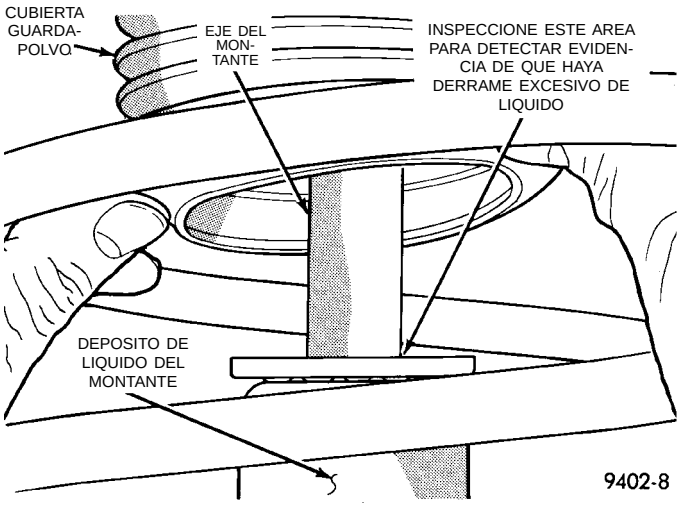

Fig. 3 Inspección de fugas en el conjunto del montante
(4) Levante la cubierta guardapolvo e inspeccione el conjunto de montante para detectar evidencia de que haya derrame de líquido del extremo superior del depósito. (Se considera fuga real a la corriente de líquido que corra hacia abajo por uno de los lados y que gotea en el extremo inferior de la unidad). Es habitual que haya una pequeña cantidad de líquido rezumado entre el tirante radial y la junta del eje del montante, lo cual no afecta el funcionamiento del conjunto de montante (Fig. 3). Inspeccione también